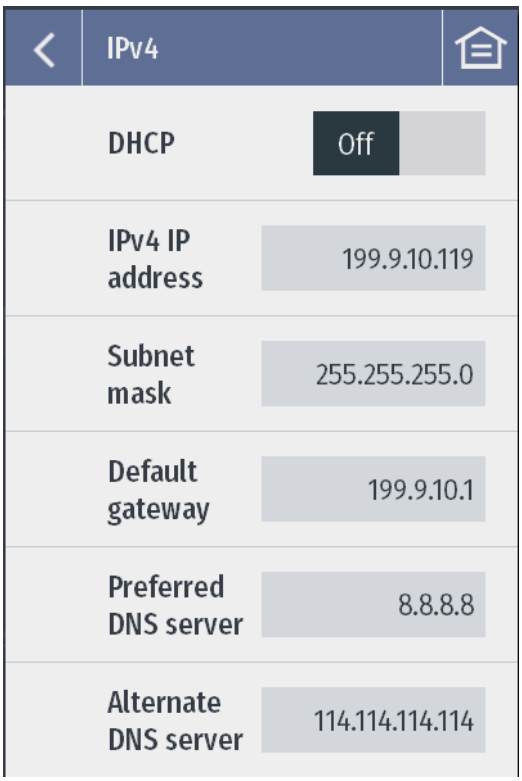

Figure 3-18 IPv4 Settings Menu
**IPv4**: Display the IPv4 IP address of the printer. IPv4 settings menu, as shown in Figure 3-18. For a description of the IPv4 setting items, see Table 3-4.